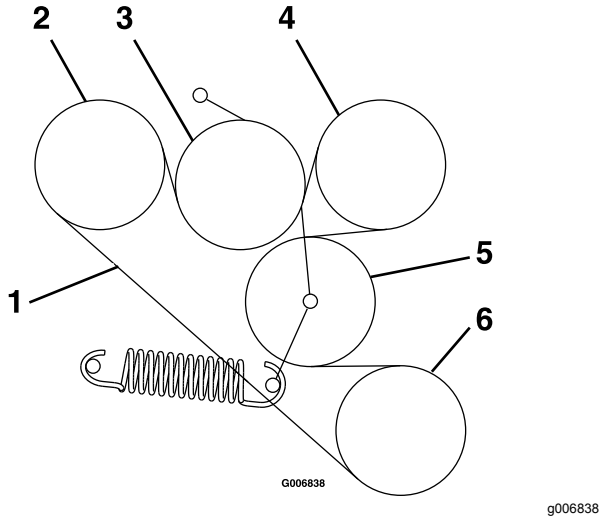

**Figuur 62**
6. Leid de nieuwe riem op de schijven zoals getoond op de sticker achterop de linkerkap van de aandrijving (Figuur 62).